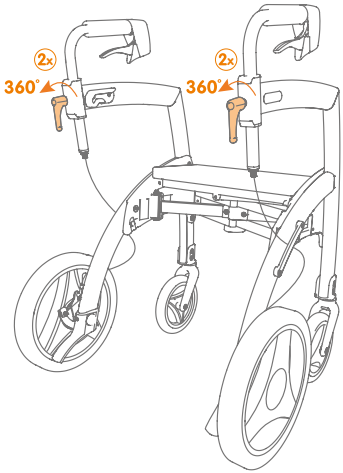

Figure 13: **Desserrer les manettes de réglage.**
a. Dévissez les manettes de réglage en sens inverse des aiguilles d'une montre **(Figures 13 et 14)**.